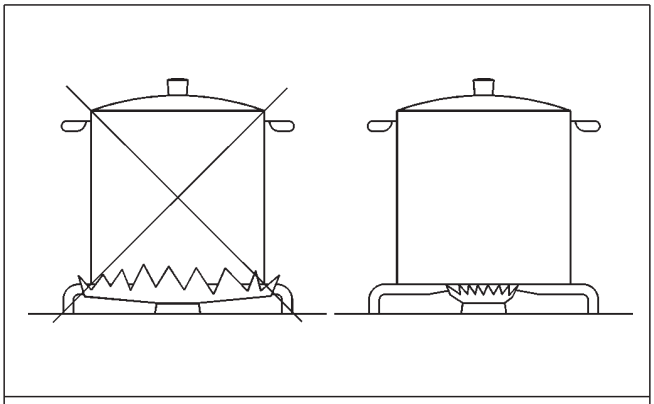

AFB. 2
- gebruik voor elke brander geschikte kookpannen (zie onderstaande tabel en afb. 2).